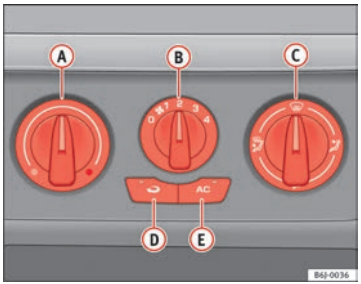

Fig. 94 Air conditioning controls on the dash panel
– Using the controls ⇒ Fig. 94 (A) and (C) and with the switch (B) you can adjust the temperature, the air distribution and the blower speed.
– To switch a function on or off, press the appropriate button (D) or (E). When the function is activated, a red warning light on the button is turned on.
– Close outlets (3)
– Open and turn outlets (4) towards side windows.